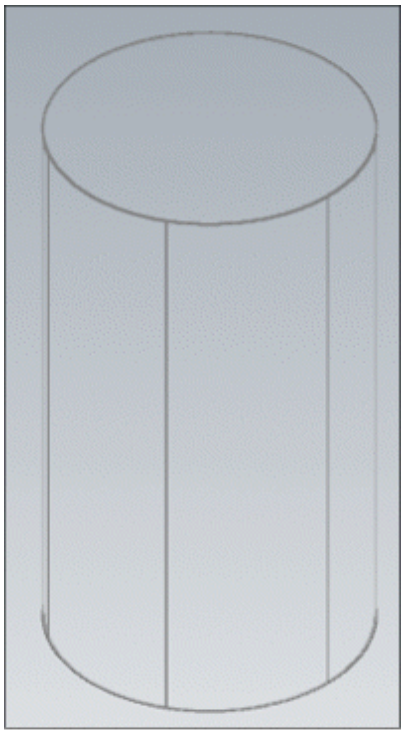

Figure-22. No hidden wireframe model
- Click on the **No Hidden** tool from the **Wireframe** drop-down in the **Appearance** group of **Ribbon** to remove the hidden lines in wireframe model; refer to Figure-22.